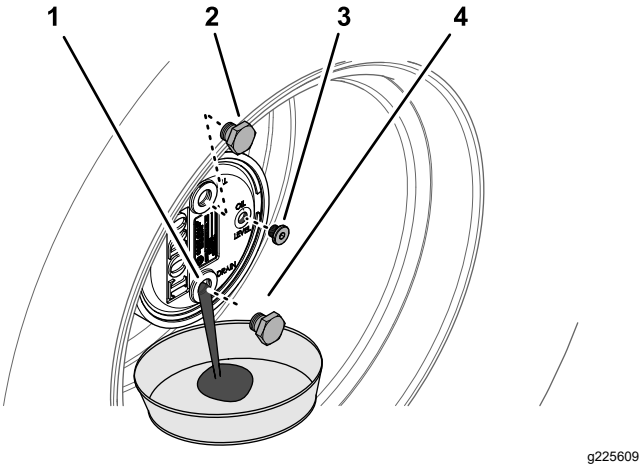

Figur 101
2. Ta ut påfyllingspluggen, som er i kl. 12-stilling, og kontrollpluggen, som er i kl. 3-stilling (Figur 101).
3. Plasser et tappefat under planetnavet. Ta ut tappepluggen, som er i kl. 6-stilling, og la all oljen renne ut (Figur 101).
5. Monter tappepluggen i tappehullet på planetgirhuset (Figur 101).